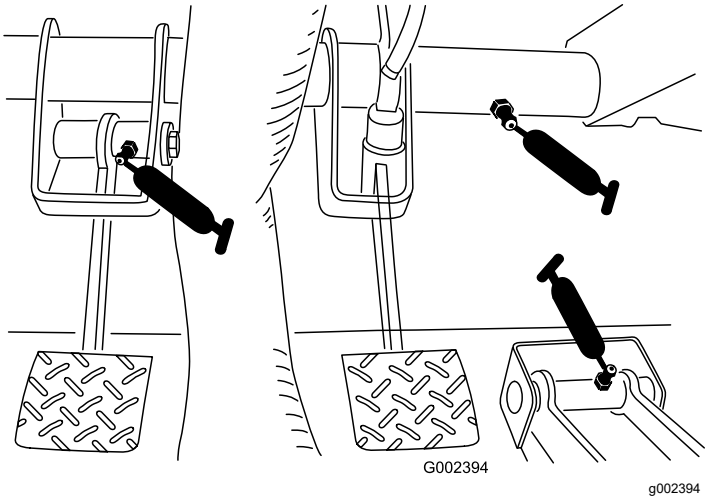

Figur 31
- **Kobling (1)**, se Figur 31
- **Gaspedal (1)**, se Figur 31
- **Bremse (1)**, se Figur 31